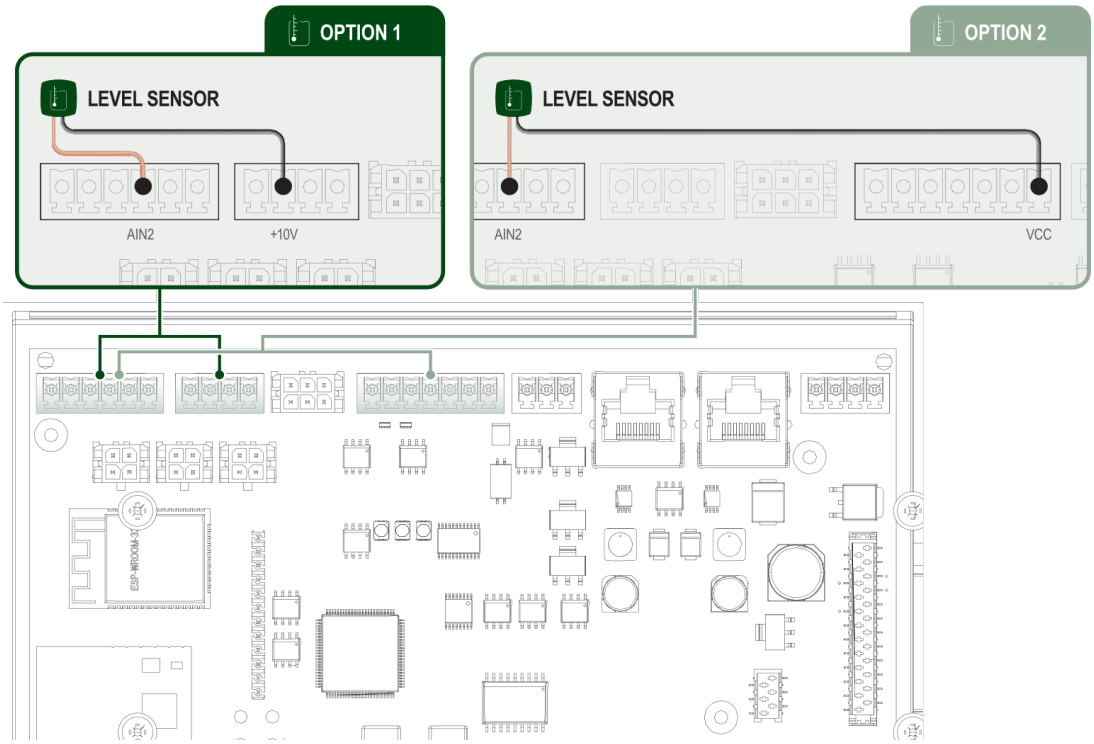

Fig. 18 Collegamento ai morsetti
Esy I/O controlla il livello dell'acqua tramite il sensore di profondità in corrente 4/20 mA a due fili. Il sensore può essere alimentato fino a 12V DC (Opzione 2, vedi Fig. 18), e il range è impostabile dall'app "*H2D*". Il sensore di livello va direttamente collegato alla morsettiera come in Fig. 18. È possibile il collegamento tramite l'Opzione 1 o l'Opzione 2.
1. Sensore di livello da utilizzare per monitorare il livello dell'acqua nella vasca di raccolta. Per il cablaggio, collegare il cavo di alimentazione al morsetto AIN2 e +10V o AIN2 e VCC (vedi Fig. 18).